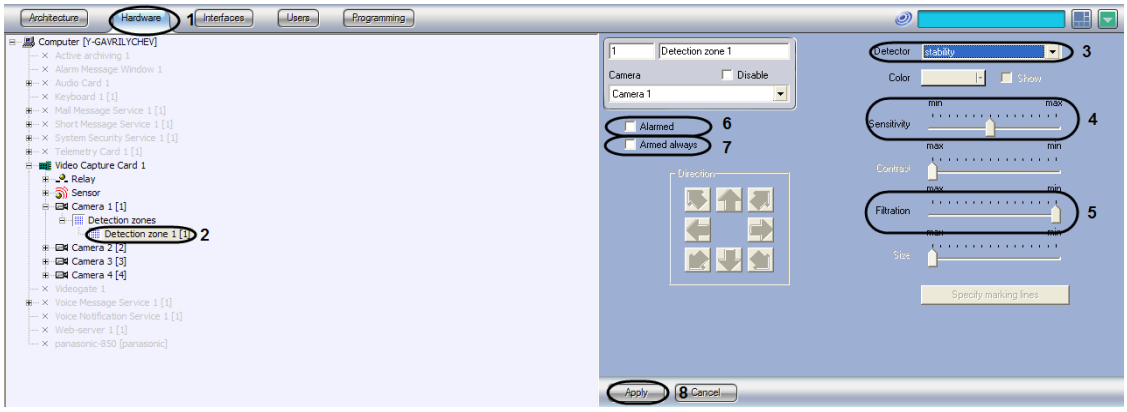

Figure 8.4-58 Configuring Stability detection tool
1. Go to the“Hardware” tab in the “System settings” dialog box (Figure 8.4-58, 1).
2. Select the “Detection zone” object corresponding to the required detection tool, on the “Hardware” tab in the objects tree (Figure 8.4-58, 2). The settings panel for the selected object appears on the right of the “Hardware” tab.
3. Enable the stability detection tool (see the “Enabling, configuring and disabling video detection tools” section) or select the focusing detection tool registered earlier (Figure 8.4-58, 3).
4. Set the value of the “Sensitivity” parameter by moving the the slider of the same name (Figure 8.4-58, 4). This setting corresponds to the minimum drop in image sharpness (that is the difference between the average number of outlines and the number of outlines in the current frame), with which the detection tool is to trigger.
5. Set the value of the “Filtration” parameter by moving the the slider of the same name (Figure 8.4-58, 5). This setting corresponds to the object’s upper speed threshold, at which the detector is not to trigger.
6. To enable the auto recording option on a stability detection tool alarm for the selected camera, set the “Alarmed” checkbox (Figure 8.4-58, 6).
7. To disable disarming of the stability detection tool by any user (irrespectively of his rights), set the “Armed always” checkbox (Figure 8.4-58, 7).
8. Click the “Apply” button (Figure 8.4-58, 8).